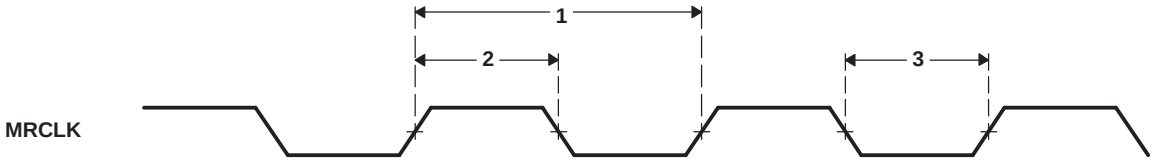

**Figure 6-44. MRCLK Timing (EMAC - Receive)**
**Table 6-85. Timing Requirements for MRCLK (see Figure 6-44)**
**Table 6-86. Timing Requirements for MTCLK (see Figure 6-44)**